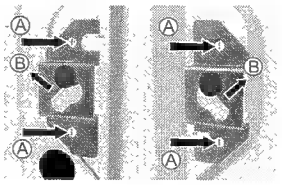
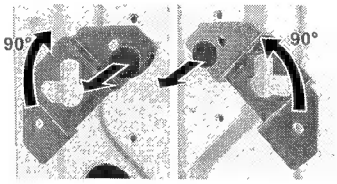

Fig. 1
Fig. 2
- Loosen screws (A) at the rear of the machine (Fig. 1).
- Remove the brackets (B) (Fig. 1) and slide them into the groove on the blocking rod (Fig. 2) - the right one should be turned around.